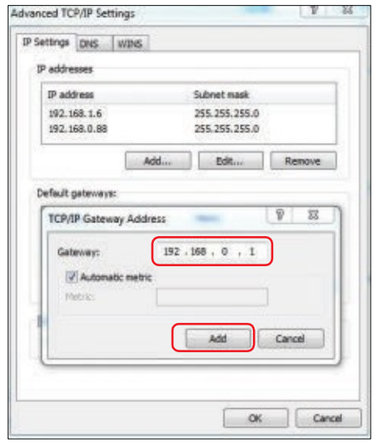

Fig. 6.11
(5) Enter gateway address in the “TCP/IP Gateway Address” window, click “Add” (See Fig. 6.11).